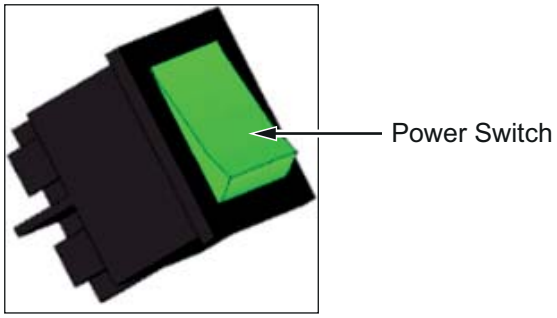

Figure 5-1: Power Switch
1. Press the power switch on the rear of the unit (for Videojet 2340) to turn on the printer (see Figure 5-1).